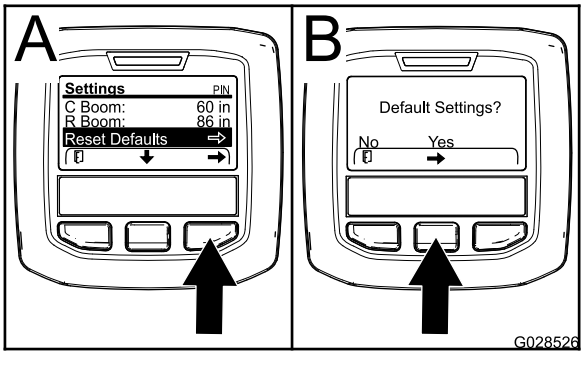

Figur 75
1. Tryck på den mittersta valknappen för att gå till alternativet för återställning av standard (Figur 75).
3. På skärmen för standardinställningar trycker du på vänster valknapp för NEJ eller höger valknapp för JA (Figur 75).